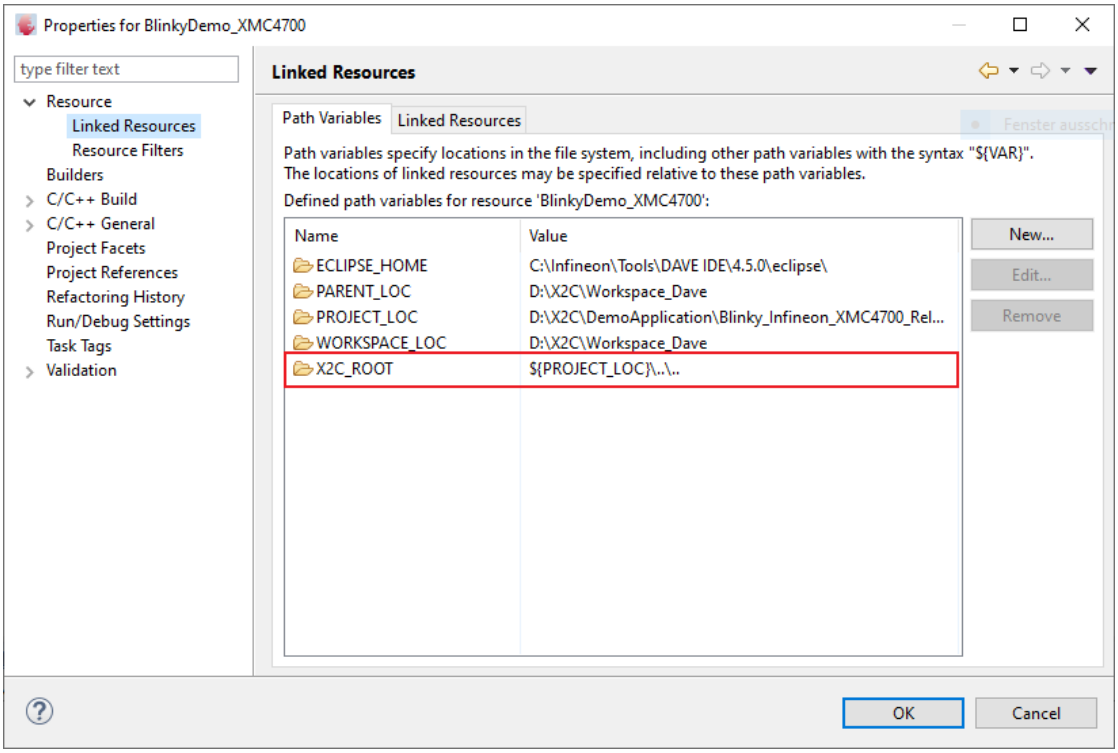
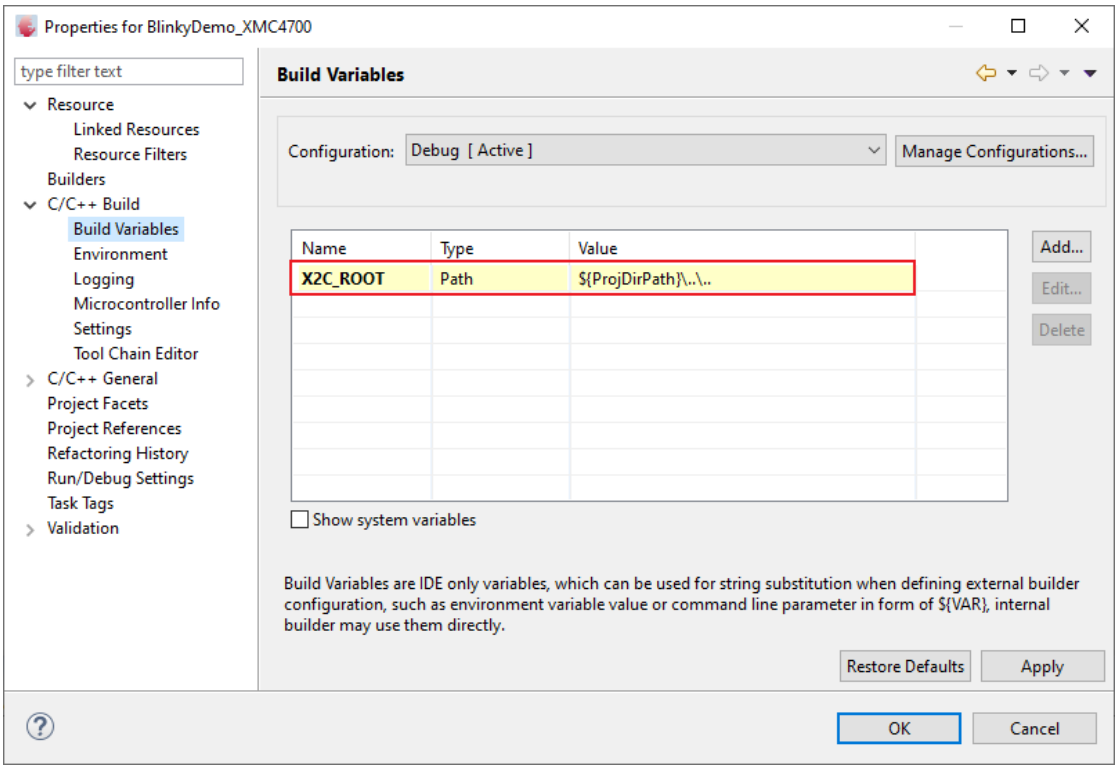

Figure 36: *DAVE IDE* resources settings
Figure 37: *DAVE IDE* build variables setting
3. In the *DAVE IDE* file structure of the *Blinky* demo project are two virtual folders *X2C-Blocks* and *X2C-Core*, which are linked relatively to the *X2C* directory. If the *Blinky* demo project is copied/moved to a different location, the resource property *X2C_ROOT* as seen in Figure 36 and the build variable *X2CDirPath* as seen in Figure 37 have to be adapted.